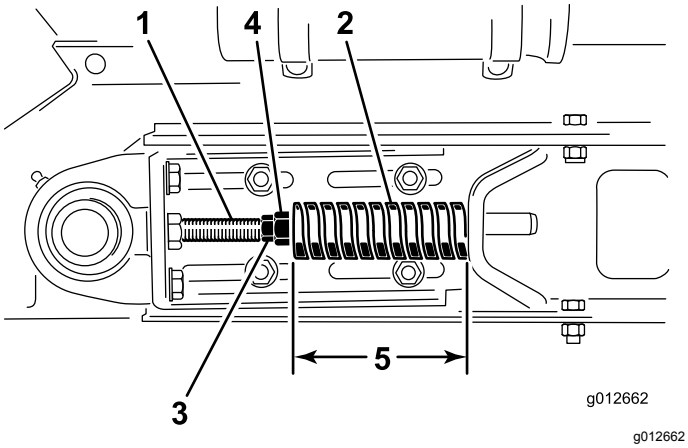

Figur 20
3. Løsn den bageste kontramøtrik (Figur 20).